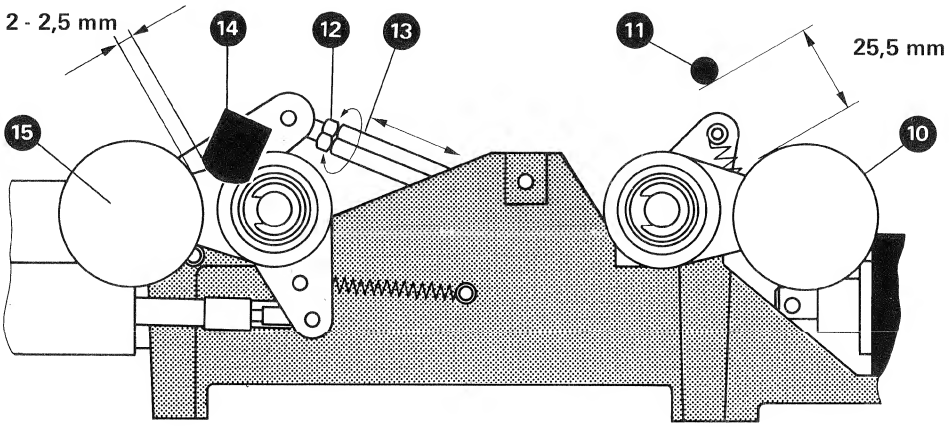

Fig. 2.4.–5
1. Loosen the screws holding the EDIT solenoid (1) and slide it as far as it will go the left. Tighten the screws again temporarily.
2. In the STOP position the distance between the pinch-roller (10) and the capstan spindle (11) should be 25,5 mm (+0,1/-0,1) or 1" (+ 0.02"/–0). To adjust, loosen lock nut (12) and turn the connecting rod (13). Tightening the lock nut again, and check that the rollers (9) and (10) still swivel freely (fig. 2.4.–5).
4. An der Andruck-Rollenachse Federwaage (0...2,5kg) einhängen (Fig. 2.4.–6). Taste PLAY drücken und Andruckkraft (4) messen; sie soll im Moment des Abhebens der Andruckrolle von der Kapstanwelle 1,2...1,5kp betragen. Eine Justierung erfolgt an der Sechskantmutter (5) am Andruckarm.